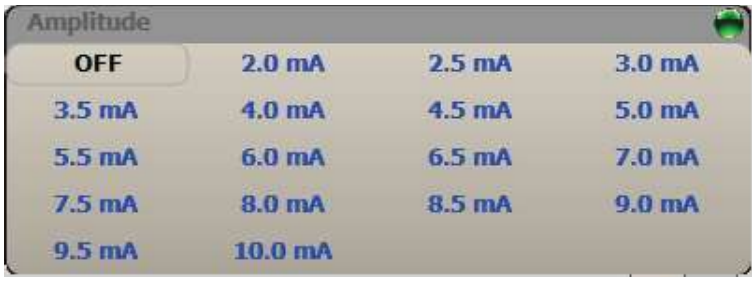

Figura 9 Opciones de amplitud de la estimulación
1. Seleccione el icono que se encuentra en la parte superior OFF dentro del icono de amplitud y polaridad de la estimulación . Se mostrará un menú emergente con las opciones de amplitud para la estimulación (Figura 9).